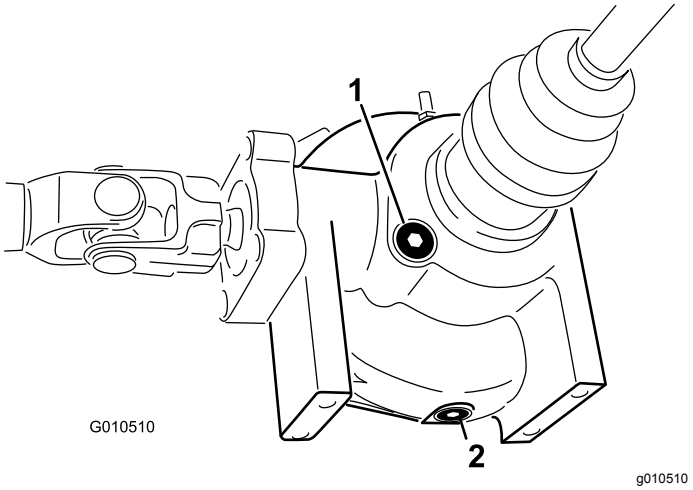

Figuur 52
2. Reinig de omgeving van de aftapplug op de zijkant van het differentieel (Figuur 52).